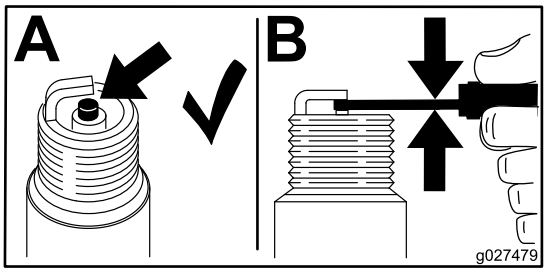

Figur 44
3. Fjern tændrøret (Figur 44).